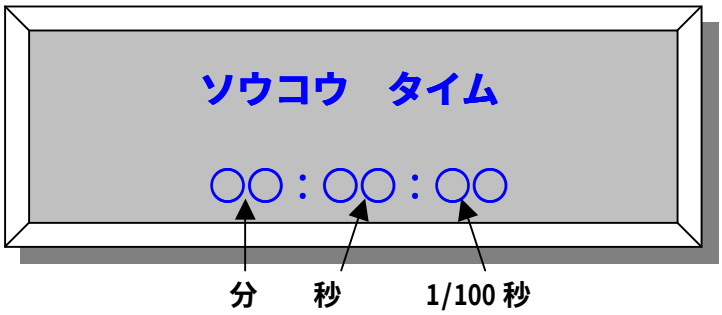

図１５　走行表示画面
⑥　モード選択スイッチで走行開始前に、予め停止ラインの減速・停止の設定がされていると、図１５で示されるように、走行開始から停止迄の所要時間が表示されます。